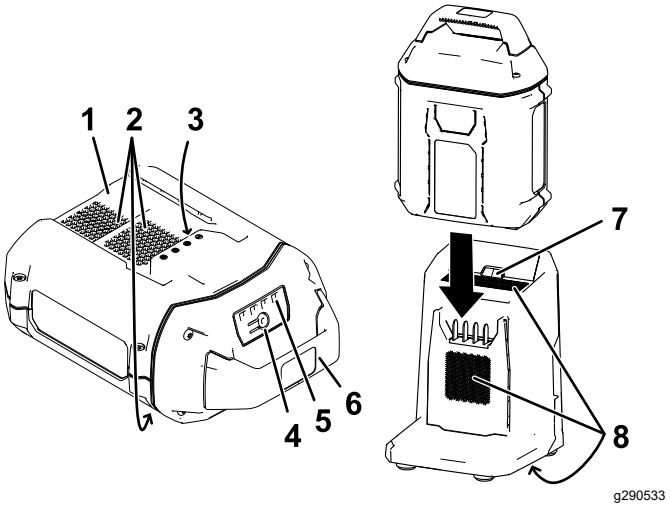

Figura 11
2. Alinee el hueco de la batería (Figura 11) con la lengüeta del cargador.
3. Introduzca la batería en el cargador hasta que esté completamente asentada (Figura 11).